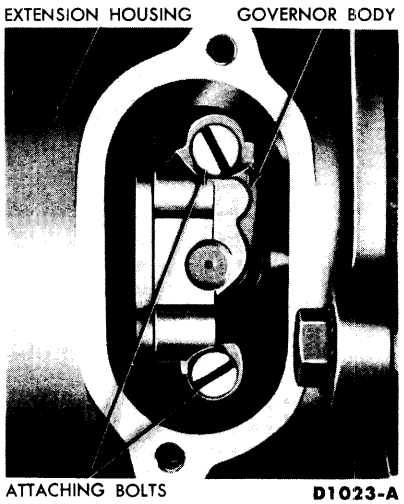

FIG. 1—Governor in Extension Housing
3. Rotate the drive shaft until the governor is in line with the inspection hole (Fig. 1).
3. Disconnect the hose from the vacuum diaphragm unit (Fig. 1, Part 5-3). Remove the diaphragm unit, using tool FCO-24. **Do not use any tools on the diaphragm housing, such as pliers, pipe wrenches etc. Do not allow solvents to enter the diaphragm unit.** Remove the push rod.